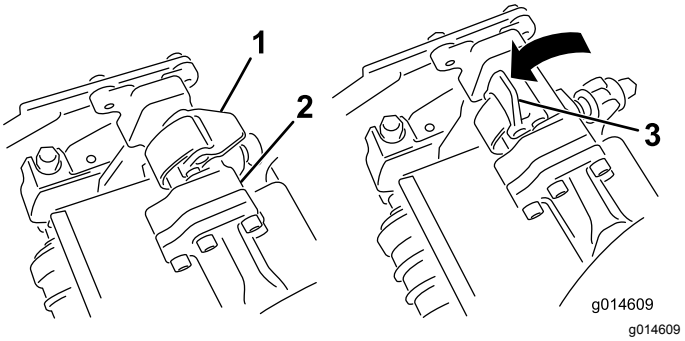
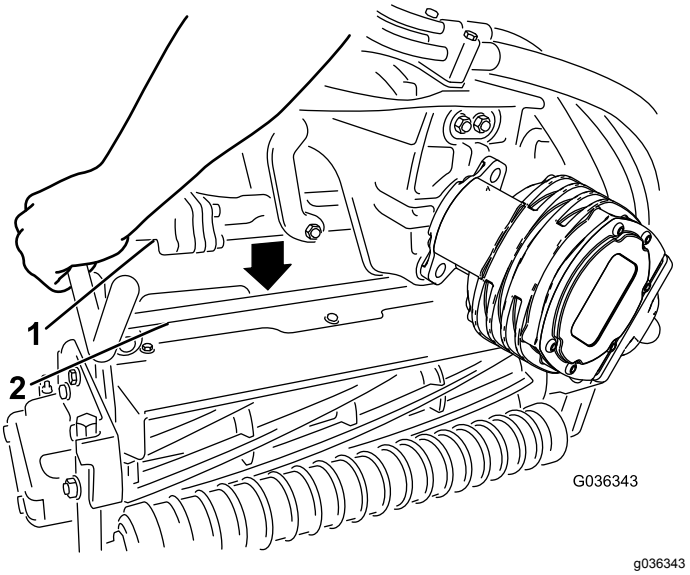

**Figuur 53**
**Figuur 54**
4. Zorg ervoor dat de vergrendelingen op de ophangarm omhoog wijzen (dus open staan) (Figuur 53), druk de ophangarm omlaag zodat de stang ervan over de stang aan de bovenkant van het maaidek valt (Figuur 54).
5. Sluit de vergrendelingen rond de stang van het maaidek en vergrendel ze (Figuur 53).
5. Open de vergrendelingen op de stang van de ophangarm van het maaidek dat u wilt verwijderen (Figuur 53).